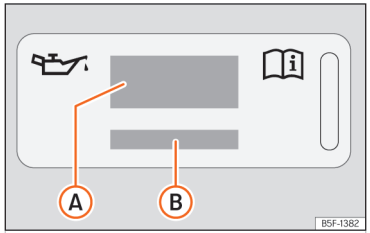
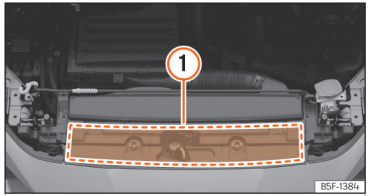

**Fig. 226** In the engine compartment: engine oil label
**Fig. 227** In the engine compartment: area where the engine oil label is located
Key to the ››› Fig. 226:
If the engine oil has to be topped up, use one of the oils shown on the label ››› Fig. 226. The label with the prescribed standard is located at the front of the engine compartment ››› Fig. 227 ①. If you use the recommended engine oil, you can top up the oil as often as necessary.
- If the label showing the engine oil specifications is missing ››› Fig. 226, please contact a specialist workshop.